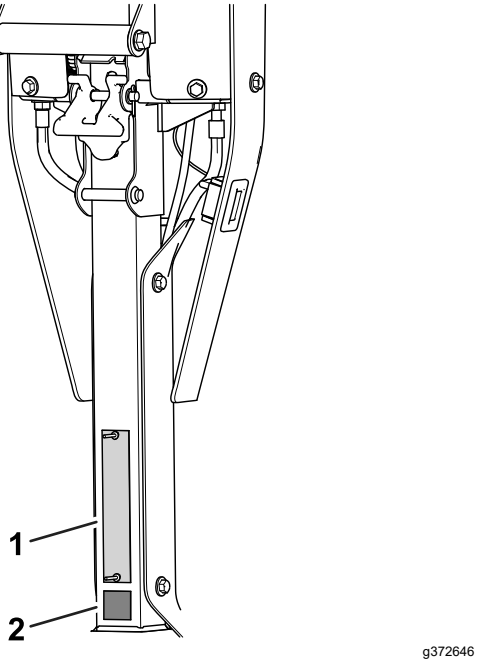

Figure 6
- Appliquez l'autocollant CE sous la plaque du numéro de série (Figure 6).